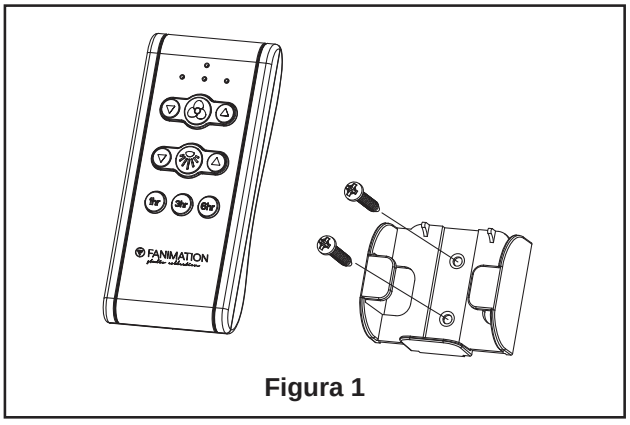

Figura 1
1. Instalación de la placa de la pared: (Figura 1)